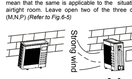

Fig.6-1
- In the case that the installation place is exposed to strong wind such as a seaside, make sure the fan operating properly by putting the unit lengthwise along the wall or using a dust shield.*(Refer to Fig.6-1)*